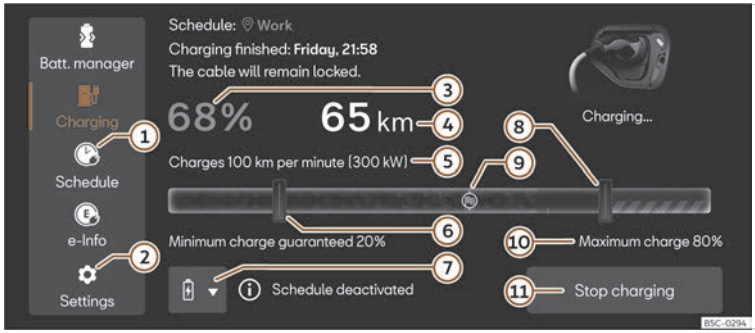

Fig. 66 In the infotainment system: Charging main menu.
2. Push the ⚙ ② ››› **Fig. 66** button.